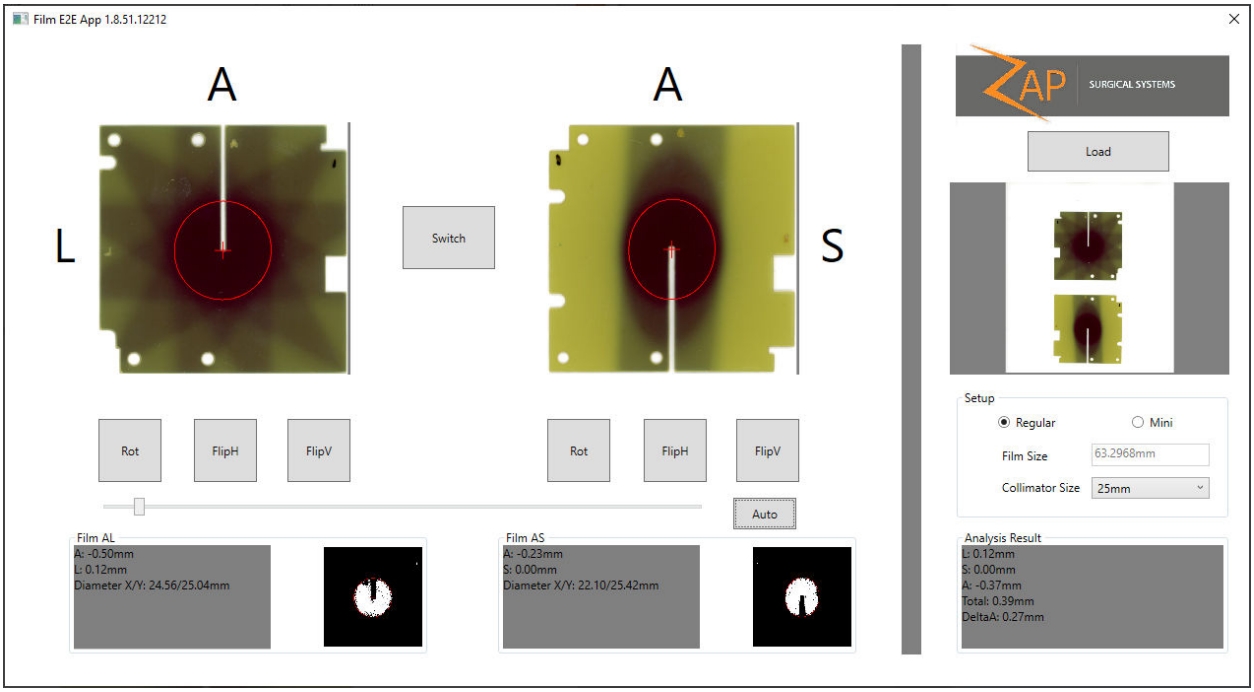

Figura 7-4 Software di analisi della pellicola
L’utente può scegliere un software di analisi delle pellicole disponibile in commercio per l’analisi dei risultati del test end-to-end. Il software di analisi della pellicola opzionale fornito da Zap può essere utilizzato per calcolare gli errori di targeting end-to-end (vedi Figura 7-4). L'analisi della pellicola è composta dalle seguenti fasi:
2. Raggiungere il valore minimo assoluto del profilo dosimetrico trascinandolo lungo la barra di scorrimento verso la zona a sinistra del tasto **Auto** (vedi Figura 7-4). Il profilo è minore verso il lato sinistro e maggiore verso il lato destro.